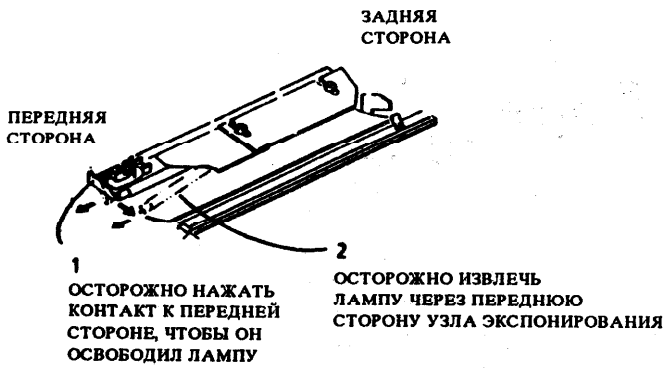

Рис.1. Снятие экспонирующей лампы (5009)
2. (Рис. 1) снять экспонирующую лампу.